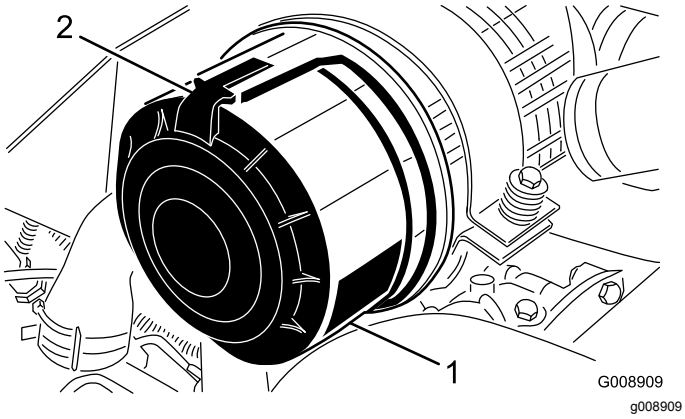

Figur 79
1. Lossa spärrhakarna som fäster luftrenarkåpan på luftrenarhuset (Figur 79).